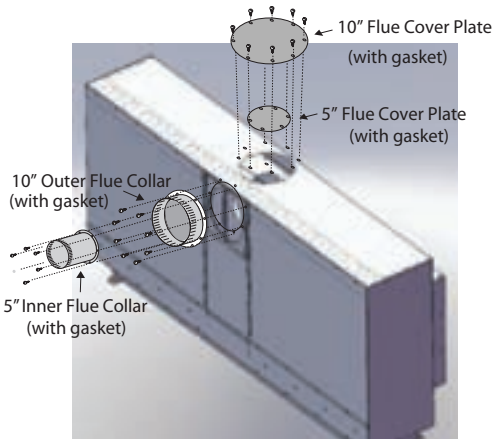

Figure 7a. *Flue cover and collar installation, Rear Vented fireplace*
3. Install the removed Rear flue cover (5" and 10") to the Top Vent outlet. Fasten the cover with included hardware, as shown in ***Figure 7a***.
4. Install the collars (5" and 10") to the rear vent outlet using the included hardware, as shown in ***Figure 7a***.